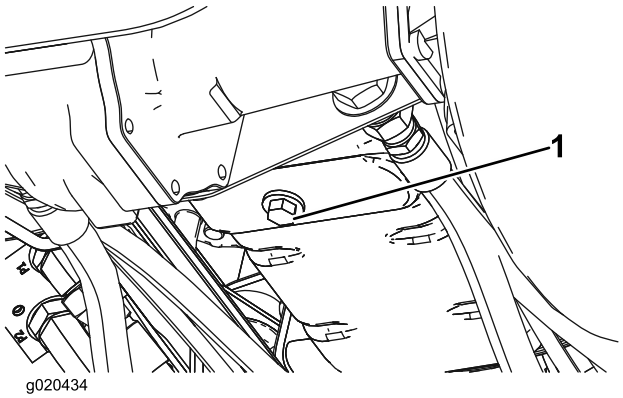

Рисунок 50
1. Снимите сливную пробку (Рисунок 50) и дайте маслу стечь в сливной поддон. Когда все масло будет слито, установите сливную пробку на место.